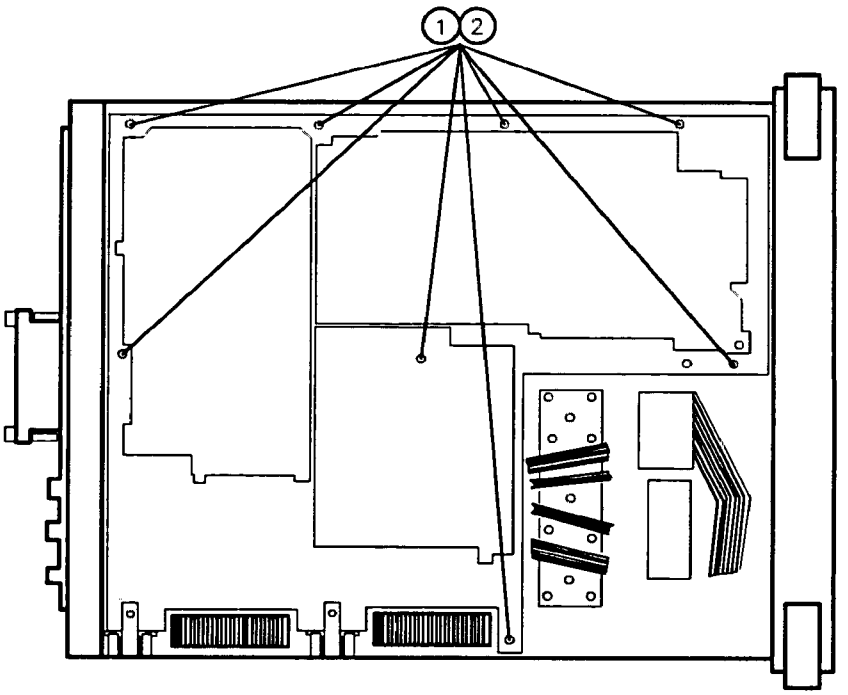

Figure 3-21. A14 and A15 Assembly Removal
3. Remove the eight screws and washers holding the A14 and A15 assemblies to the bottom of the analyzer. These screws are labeled 1 and 2 in Figure 3-21.
5. Secure the assemblies using the eight screws and washers removed in "Removal" step 3. Place a washer (2) on the appropriate screws. See Figure 3-21.